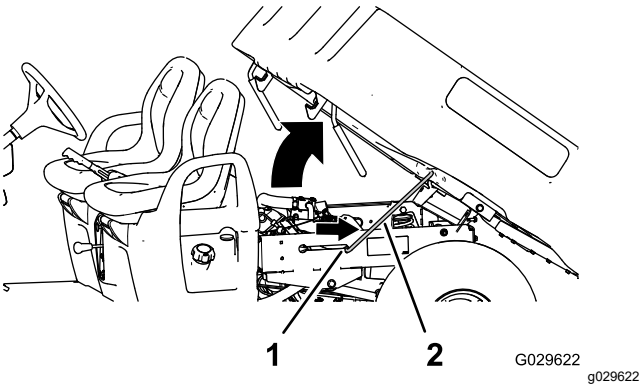

Figur 2
5. Træk støttepinden ind i den forsænkede åbning for derved at fastgøre ladet (Figur 2).